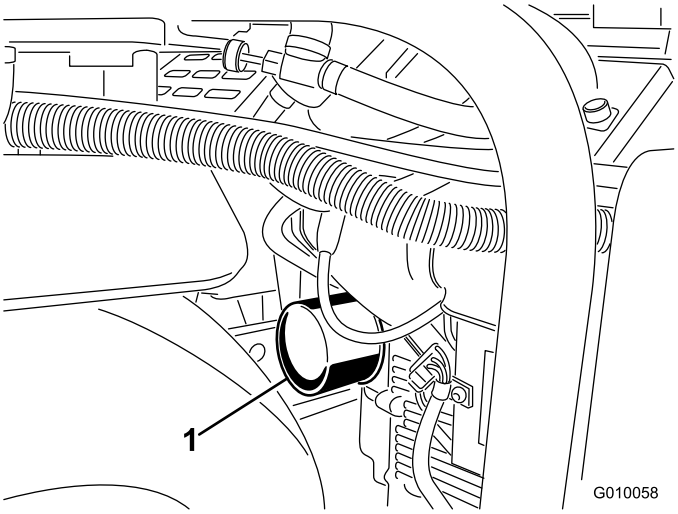
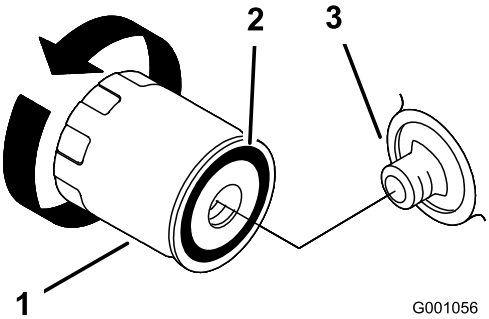

Figure 47
Figure 48
6. Placez un bac de vidange peu profond ou un chiffon sous le filtre pour récupérer l'huile (Figure 47).
7. Enlevez le filtre à huile usagé (Figure 47 et Figure 48) et essuyez la surface du joint de l'adaptateur.
14. Faites l'appoint d'huile avec précaution pour faire monter le niveau jusqu'au repère du plein (F) sur la jauge.